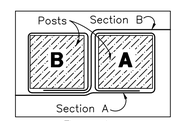

Figure 1:
*Adjacent rolls of silt fence should be joined be nesting the end post of one fence into the other. Before nesting the end posts, rotate each post until the geotextile is wrapped completely around the post, then abut the end posts to create a tight seal as shown in Figure 1.